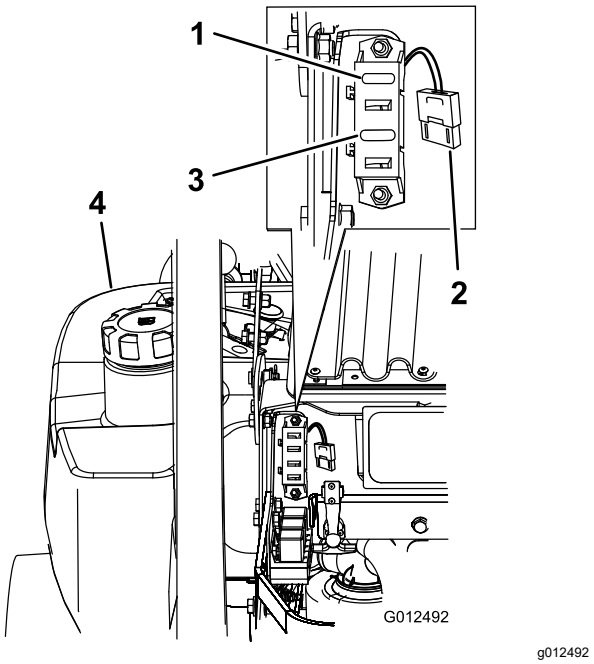

Figur 71
1. Lossa motorkåpan och fäll upp den för att få åtkomst till säkringshållaren (Figur 71).
3. Sätt i en ny säkring (Figur 71).